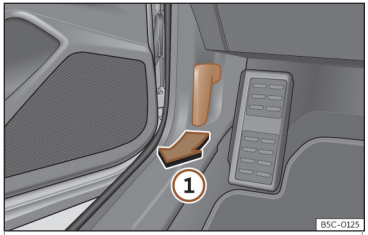

Fig. 215 Leva di sblocco nel vano piedi del lato conducente.
- Aprire la porta e tirare la leva posta al di sotto del cruscotto>>> **fig. 215** ①.